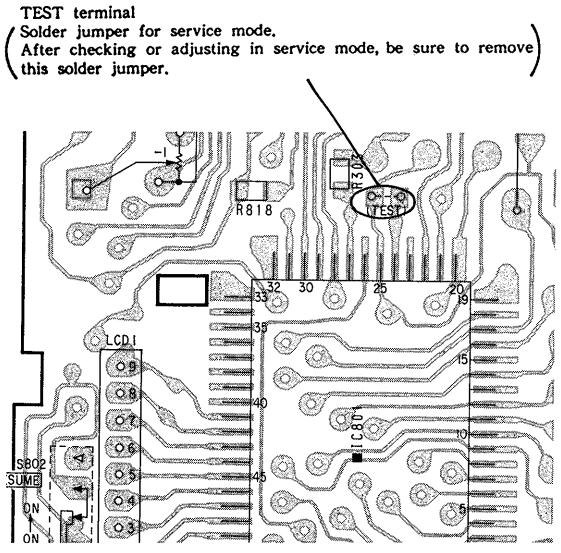

Fig.4 TEST terminal position
(4) Confirm the clearance between the teeth of rack gear and the jig as shown in figure 4.